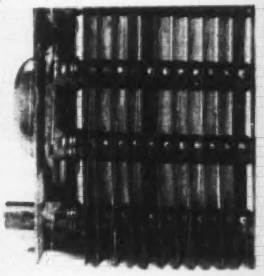

FIG. 40 POWDERED BRAZING METAL MIXED WITH A LIQUID VEHICLE WAS USED ON THIS STEEL-FIN CONDENSER
The lacquer hardens and is sometimes preferred for that property. In Fig. 40 it helps lock copper-wire rings at the joints so they won't move away in handling around the shop prior to brazing. It also starts the wetting action to help draw the copper from the rings into the joints, as well as serving as a supply of brazing metal in itself. The propylene glycol does not harden like lacquer, and is occasionally preferred for that property, as well as the fact that it keeps the copper in suspension better than lacquer, and does not tend to gel. The lacquer paste stays in place when the assembly strikes the heat, but the propylene-glycol paste has a tendency to run as soon as it gets warm, sometimes allowing brazing metal to drip off vertical surfaces or parts before it melts. Commercially mixed pastes are also available (16), a typical proprietary name being Cubond.[6]